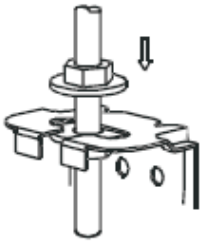

Fig.1-5
- Fixați bine aparatul de aer condiționat prin strângerea cu cheie a piulițelor după ajustarea exactă a poziției corpului (Consultați Fig. 1-5)